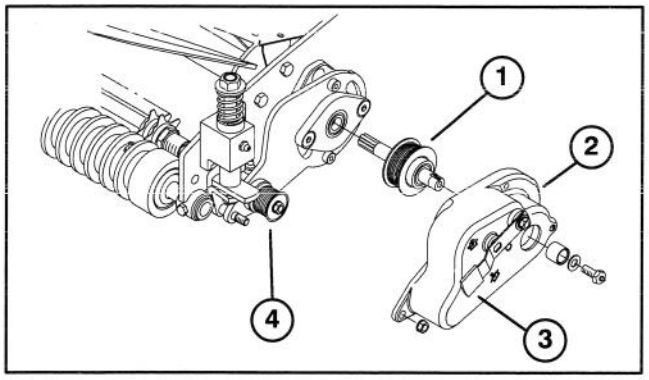
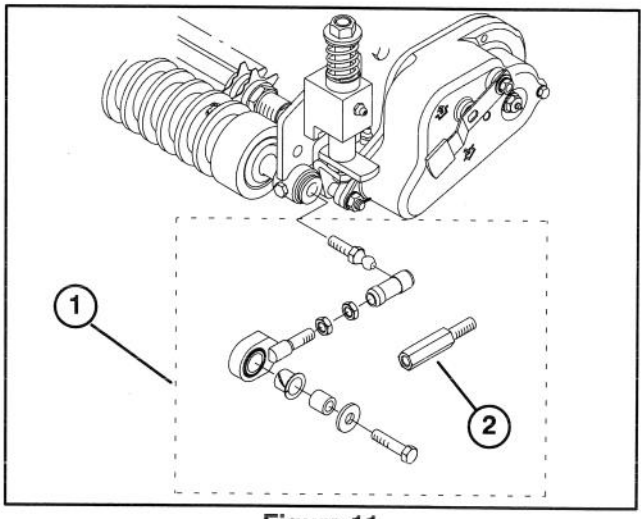

Figure 10
Figure 11
26. Insert splined end of drive pulley shaft through adapter plate into drive coupling (Fig. 10).
29. Position drive cover housing over drive pulley shaft, pulleys and onto pivot plate stud (Fig. 10).
30. Secure drive cover housing to pivot plate with (2) M6 x 20mm socket head screws (Fig. 10). Also, secure housing to pivot plate stud with a M8 locknut.
31. Insert a spacer onto drive shaft and secure with a flat washer and special screw/grease fitting (Fig. 10).
32. Grease (5) groomer fittings.
33. Install Pull Link Kit, Toro Part No. 94–9630 per instructions supplied with kit but do not use center extension in kit (Fig. 11). Adjust pull link to shortest length.